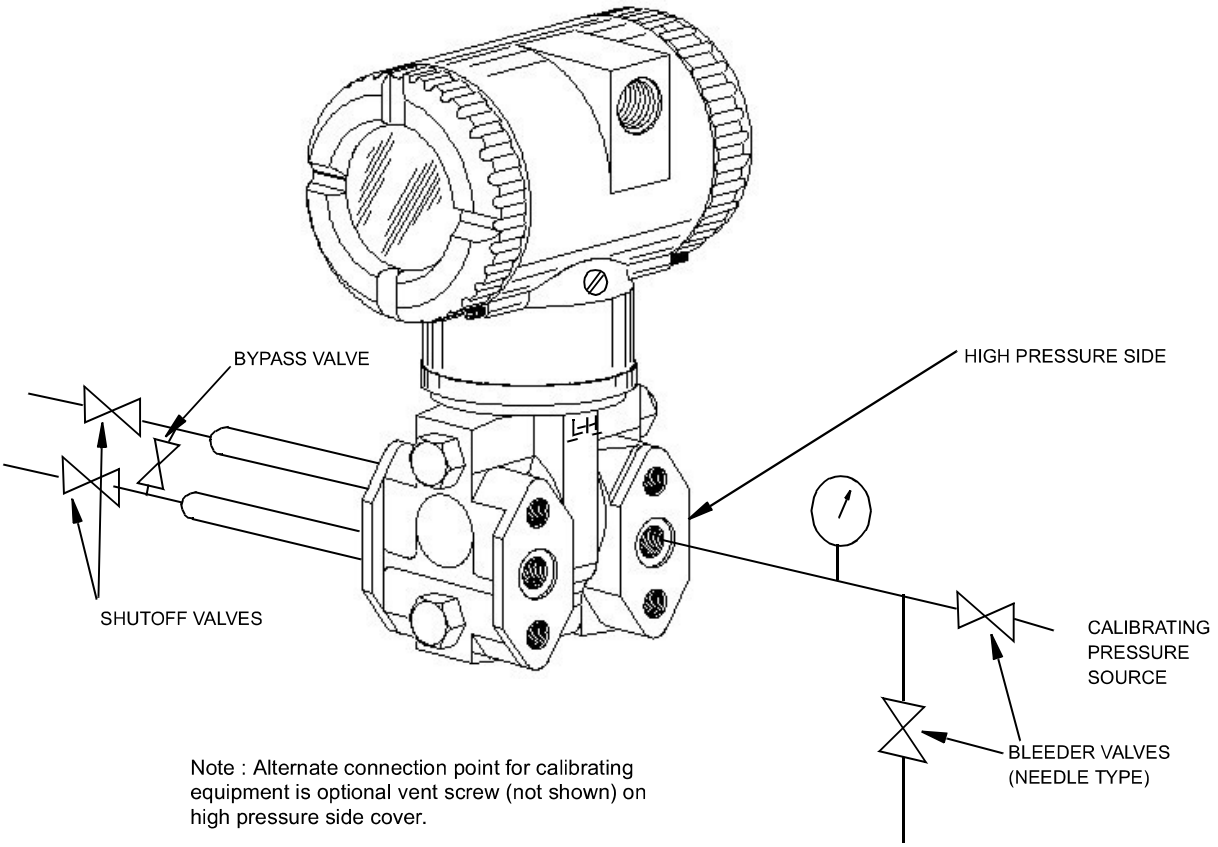

Figure 16. Field Calibration Setup
To set up the equipment, refer to Figure 16 and use the following procedure.
5. Complete the setup shown in Figure 16.